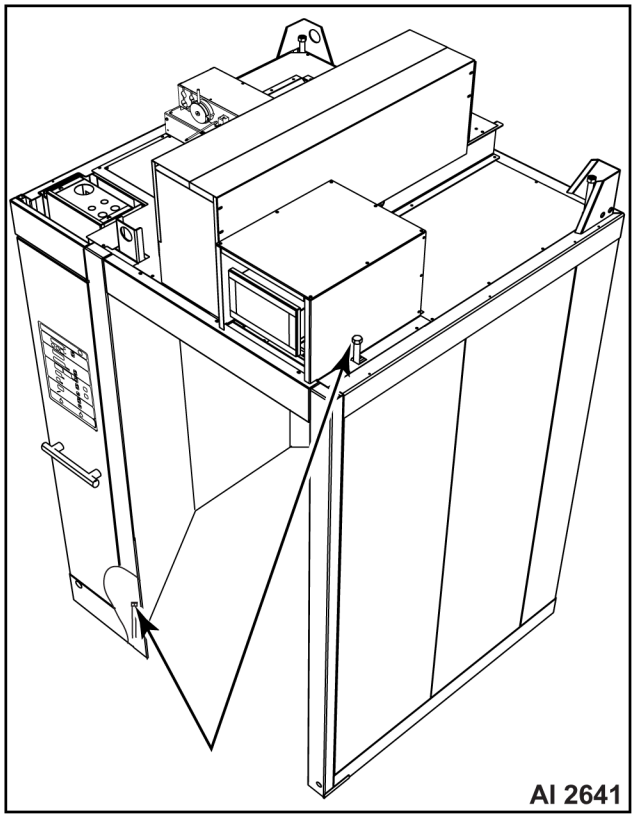

Fig. 36
A. Lower front oven levelers (Fig. 36) so weight of oven is on dolly wheel.